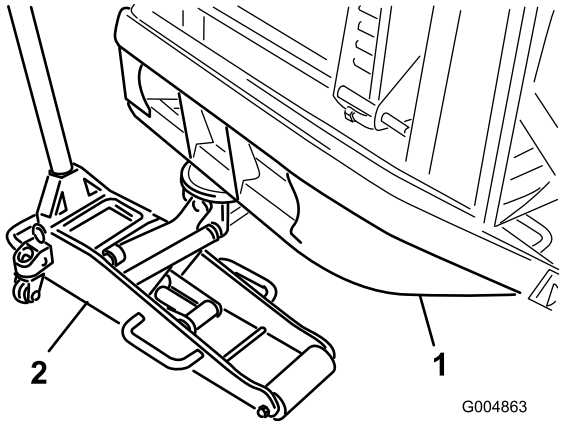

Figur 31
1. Placer en egnet donkraft under bageste kofangerrør, og hæv bagdækkene fri af jorden (Figur 31).